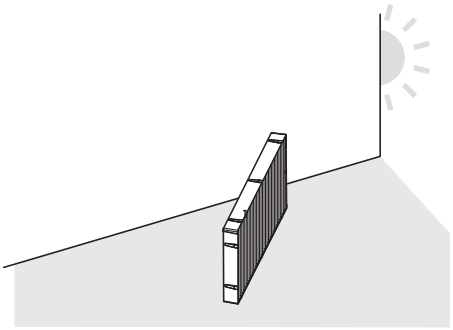

Abb. 2
2) Trocknen Sie die Luftfiltereinheit. (Abb. 2)